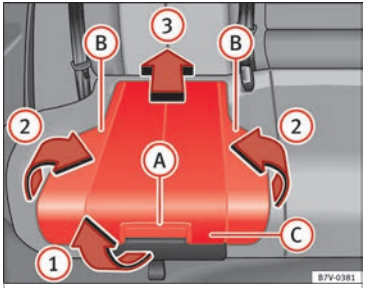

Fig. 92 Integrated child seats. lift up the cushion
- Pull the unlock lever ››› **Fig. 92** (A) on the cushion in the direction of the arrow ››› **Fig. 92** (1).
- Fold both sides ››› **Fig. 92** (B) up in the direction of the arrow ››› **Fig. 92** (2).
- Push the cushion ››› **Fig. 92** (C) back in the direction of the arrow ››› **Fig. 92** (3) until it engages.